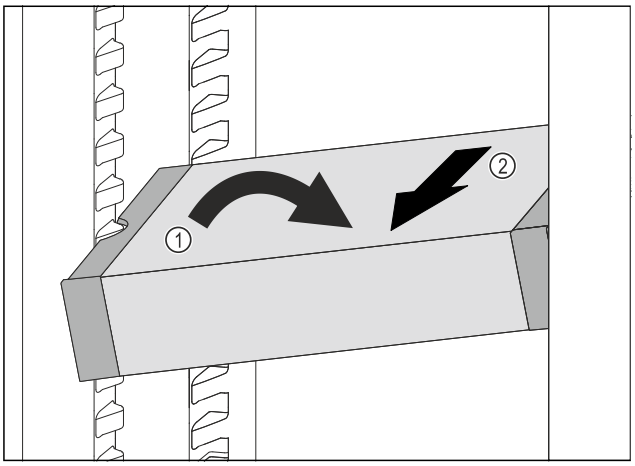

*Fig. 185*
- ▶ Poziționați oblic VarioSafe în frigider. *Fig. 185 (1)*
- ▶ Extrageți VarioSafe spre înainte. *Fig. 185 (2)*